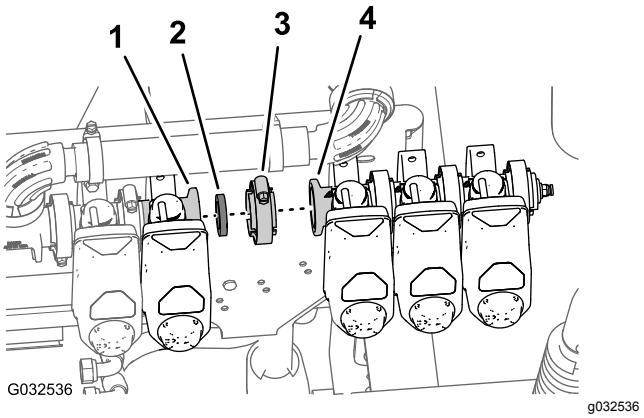

**Figur 91**
1. Juster pakningen og flangen på den venstre sektionsventil (identificeret som dyseventil 8), så de passer med flangen på dyseventil 7 (Figur 91).
2. Fastgør løst pakningen og dyseventil 8 til dyseventil 7 med en flangeklemme (Figur 91).